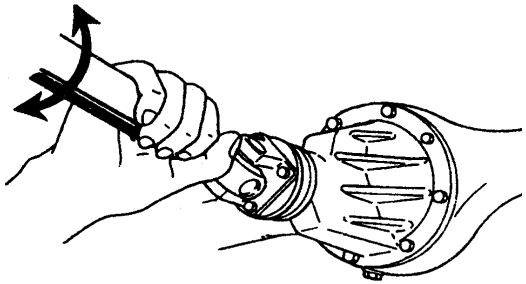

Fig. 1.4-15
(1) Check whether universal joint and spline of transmission shaft is loose. If you hear “chattering” sound, damaged parts should be replaced. See Fig. 1.4-15